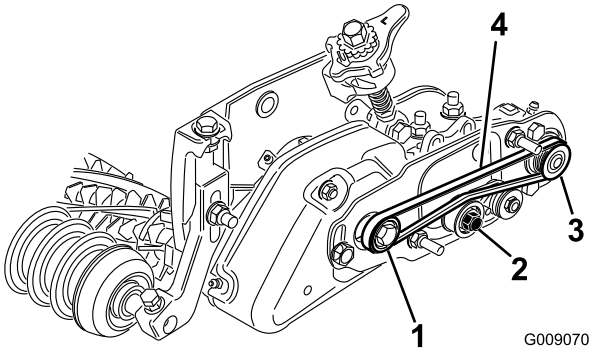

Figuur 32
- Leg de riem rond de **aangedreven** poelie en vervolgens over de bovenzijde van de spanpoelie (Figuur 32).
- Begin de riem aan te brengen op de **aandrijf**poelie (Figuur 32).